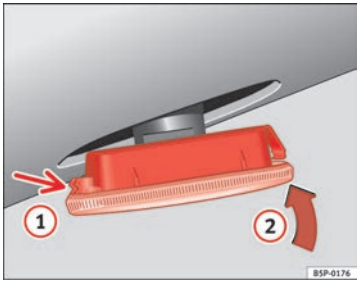

Fig. 236 Side indicator
– First place the indicator in the opening in the bodywork, fixing the tabs ⇒ fig. 236, arrow (1).
– Insert the bulb as shown by the arrow (2) ⇒ fig. 236. ■